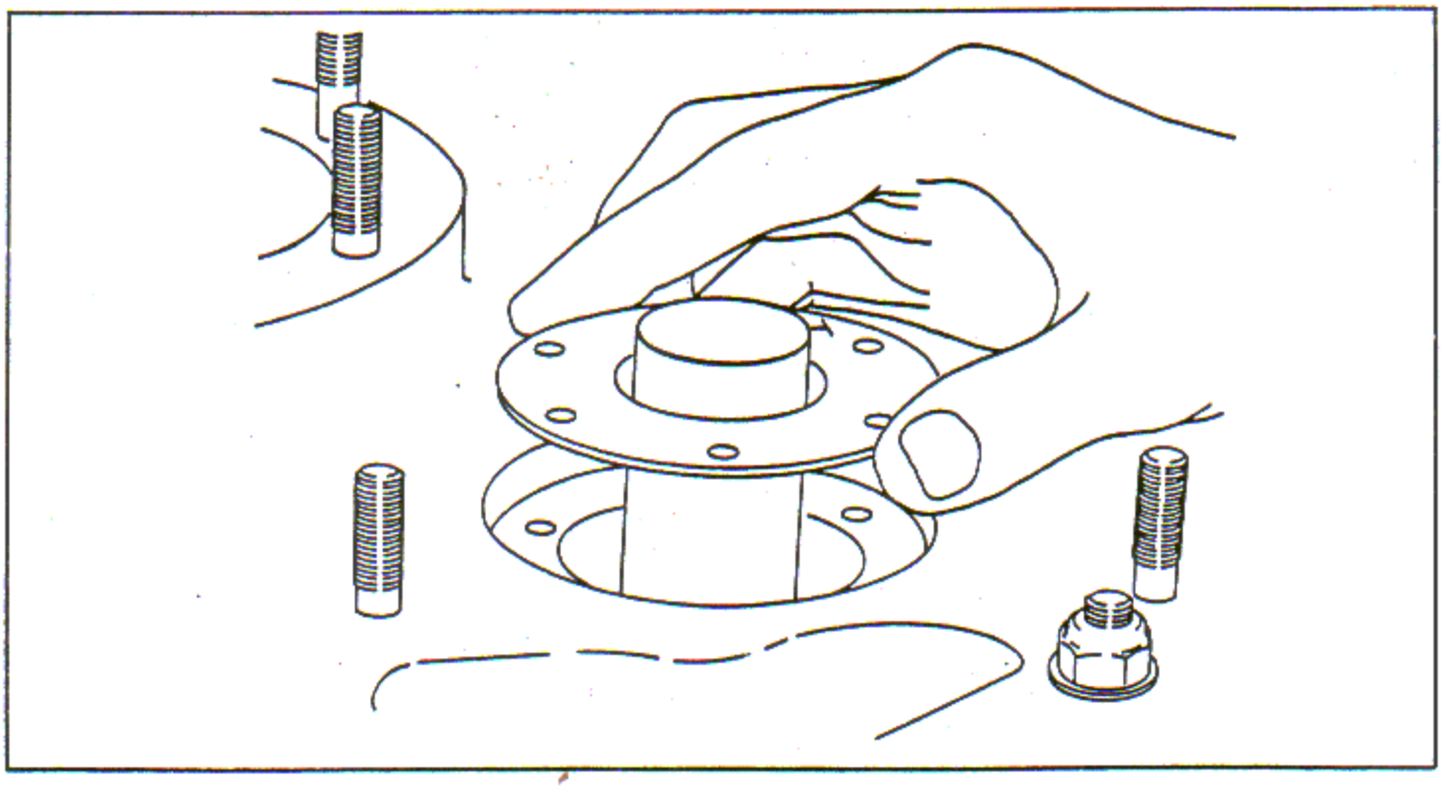

Figure 7-53. Installing Magneto Drive Gear Oil Seal
g. Insert installing tool in each magneto drive shaft and install the magneto drive oil seal gasket and seal. Place the side of the seal which is marked "T" toward the top or rear of the engine as shown in figure 7-53. Attach the seal with six screws. Torque to 18 - 20 inch-pounds.
e. Insert installing tool in each magneto drive shaft and install the magneto drive oil seal gasket and seat with the part marked "T" toward the top. Attach with six screws. Torque screws to 18 - 20 inch-pounds. See figure 7-53.